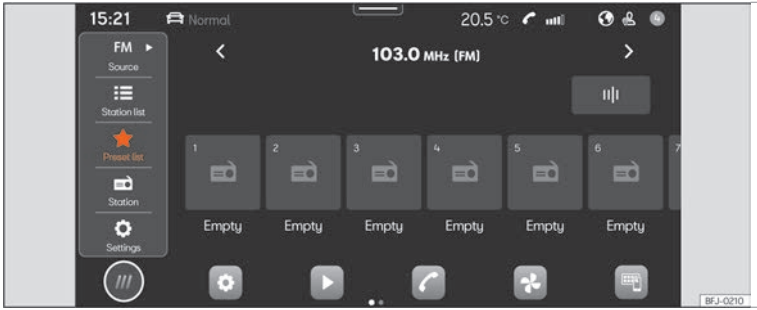

Fig. 150 Schematic representation: Radio view
- Press **HOME** > ⊞ ››› Fig. 150.